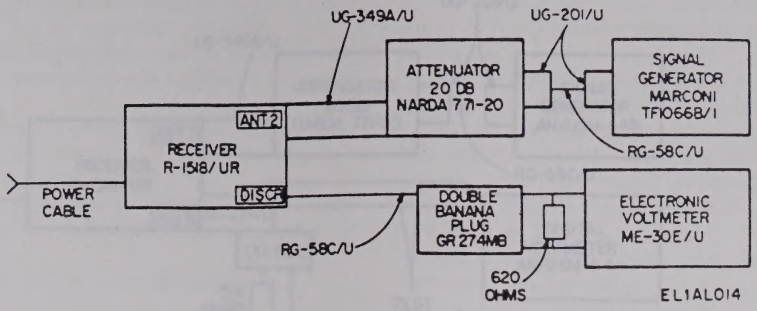

Figure 6-6. Discriminator output test connections.
(1) Perform *a*(1) above.
(2) Connect the test equipment as shown in figure 6-6.